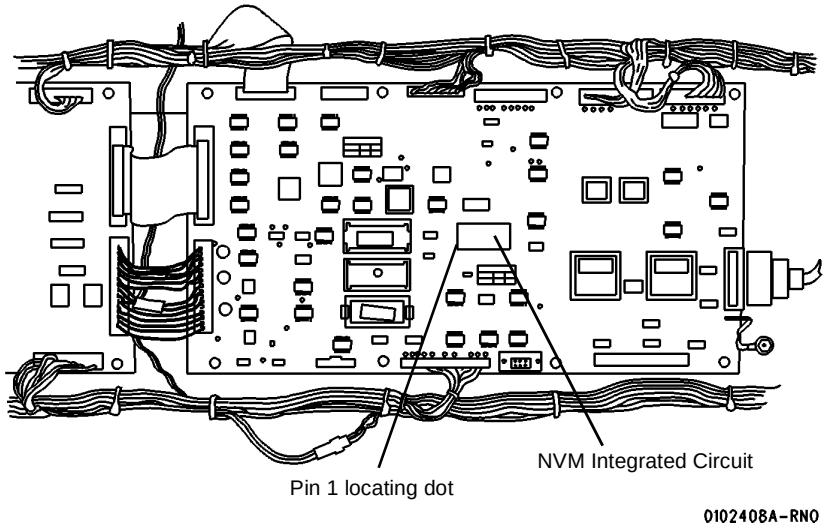

**Figure 3 NVM Integrated Circuit**
6. (Figure 3): Remove the NVM integrated circuit from the existing Main PWB.